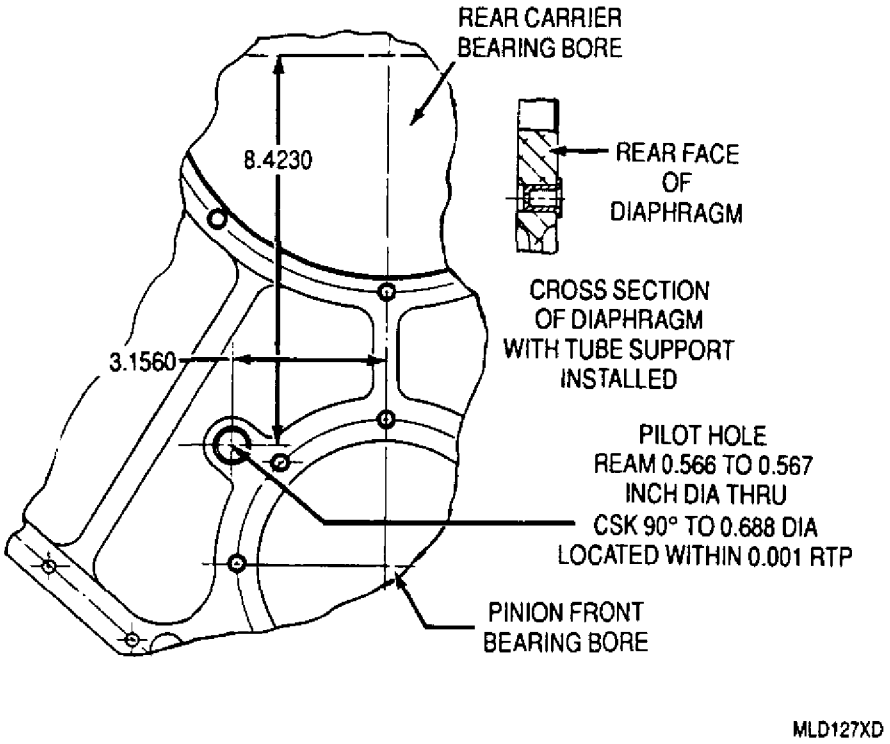

Figure 2. Pinion Gear Oil Jet Tube Pilot Hole − Repair
7. Pinion Gear Oil Jet Tube Pilot Hole − Repair. (figure 2)
a. Ream pilot hole to 0.566 − 0.567 in. located within 0.001 in. radius of true position shown (figure 2).